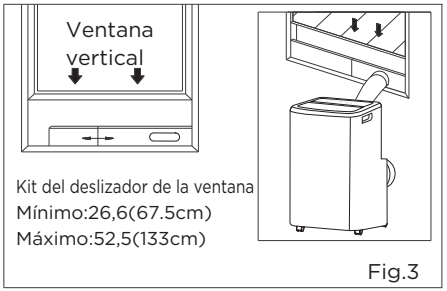

Fig.3
3. Fije el conector A en el kit y el sello de la ventana corredera. (Fig. 3 y 4)